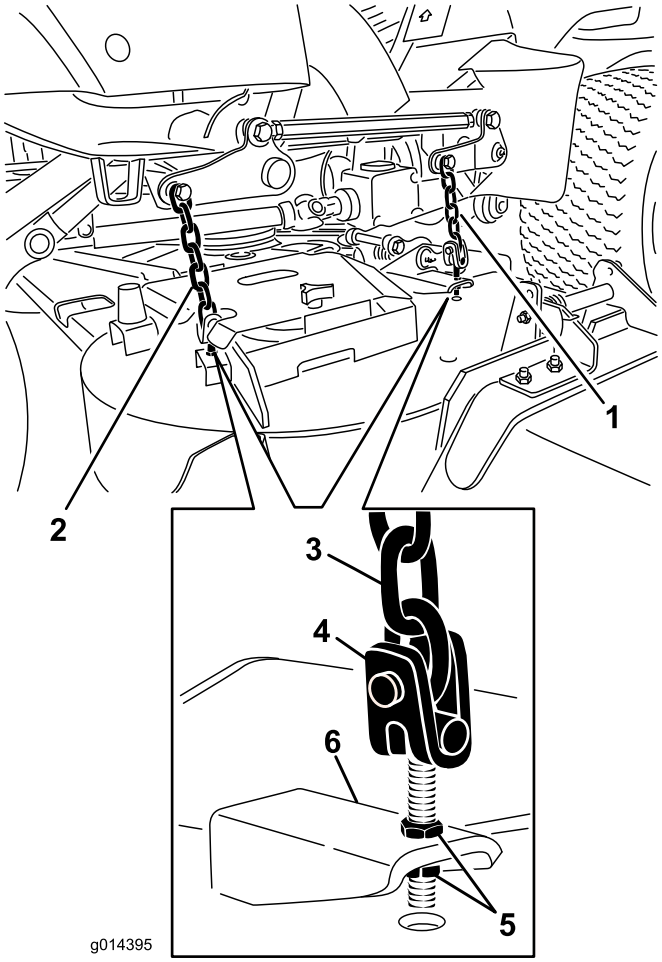

Figura 70
8. Ajuste las contratuercas que fijan las horquillas/cadenas a la carcasa del cortacésped hasta que la carcasa del cortacésped quede nivelada (Figura 70).
7. Ajuste las contratuercas que fijan las horquillas/cadenas de la parte trasera de la carcasa para elevar la parte trasera, hasta que la inclinación de las cuchillas sea de 8 mm (Figura 70).